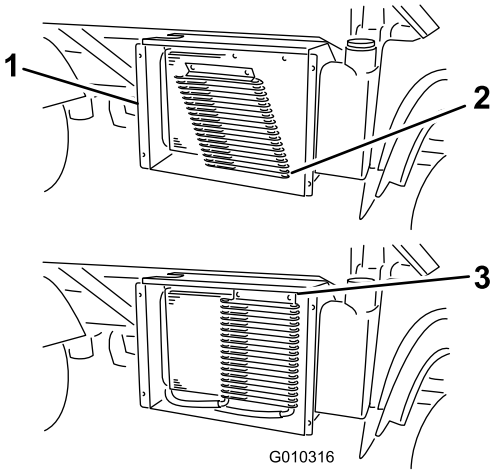

Figuur 57
3. Als uw machine met sluitingen is uitgerust, draai deze dan en draai de oliekoeler weg van de radiateur (Figuur 57).